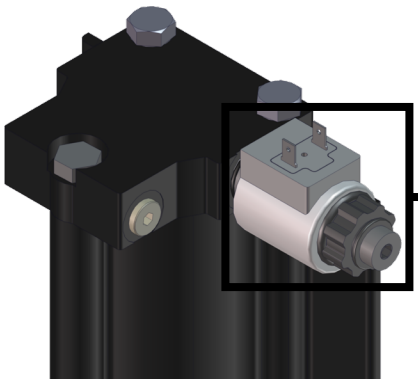

Fig.16
7. Install the cartridge valve and spade coil assembly into the lead landing gear **(Fig.16)**.